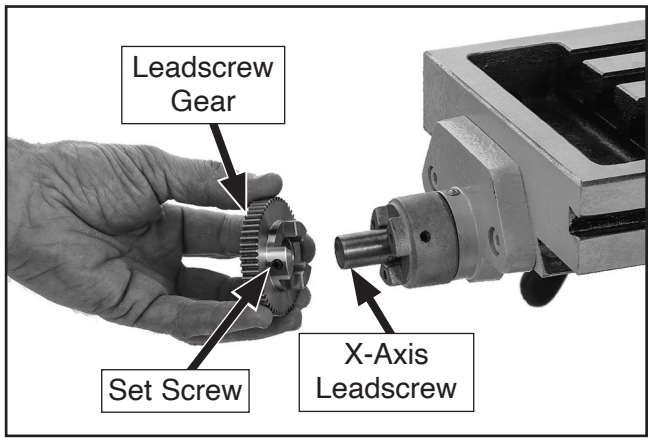

Figure 12. Installing X-axis leadscrew gear.
7. Slide leadscrew gear onto X-axis leadscrew and tighten set screw (see **Figure 12**).